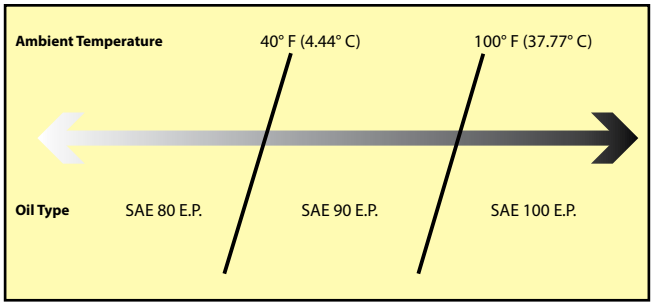

**Figure 3**
- Make sure belt connecting pin is positioned correctly as shown in Figure 3.